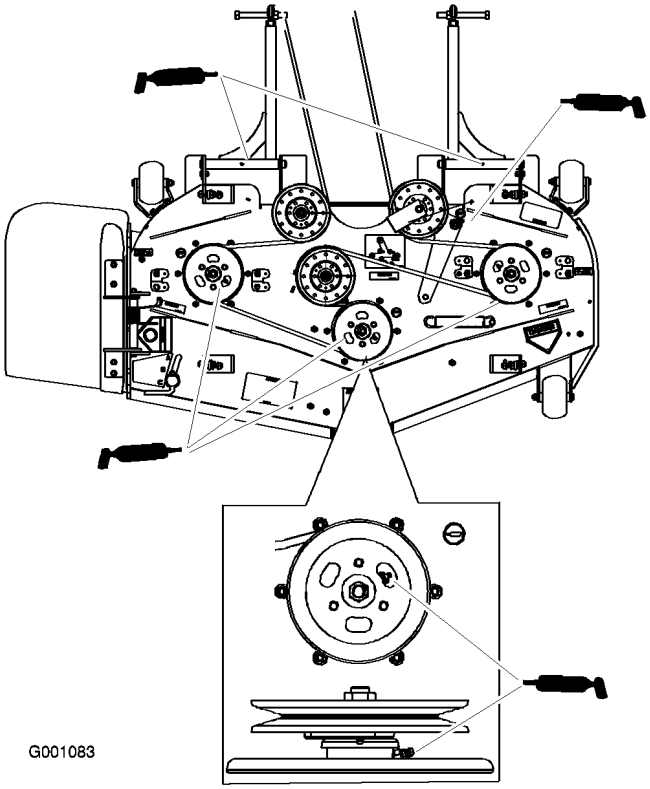

Figur 31
4. Smörj de tre spindellagren under remskivorna tills smörjfett tränger ut ur de nedre tätningarna (Figur 31).
5. Smörj mellandrevsarmen på klippdäcket (Figur 31).
6. Smörj nipplarna på skjutarmarna (Figur 31).